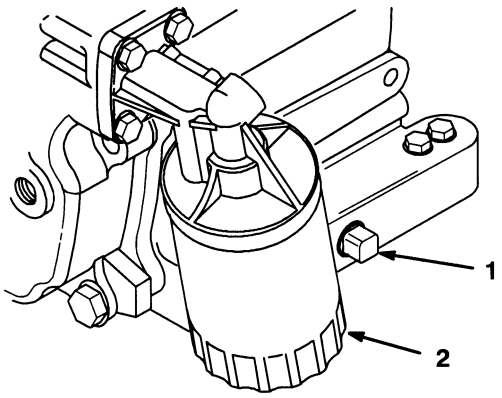

Afbeelding 23
3. Verwijder de aftapplug (Afb.23) en laat de olie in de aftapbak stromen. Als er geen olie meer naar buiten komt, plaatst u de aftapplug terug.
4. Verwijder het oliefilter (Afb. 23). Smeer een laagje schone olie op de pakking van het nieuwe filter.